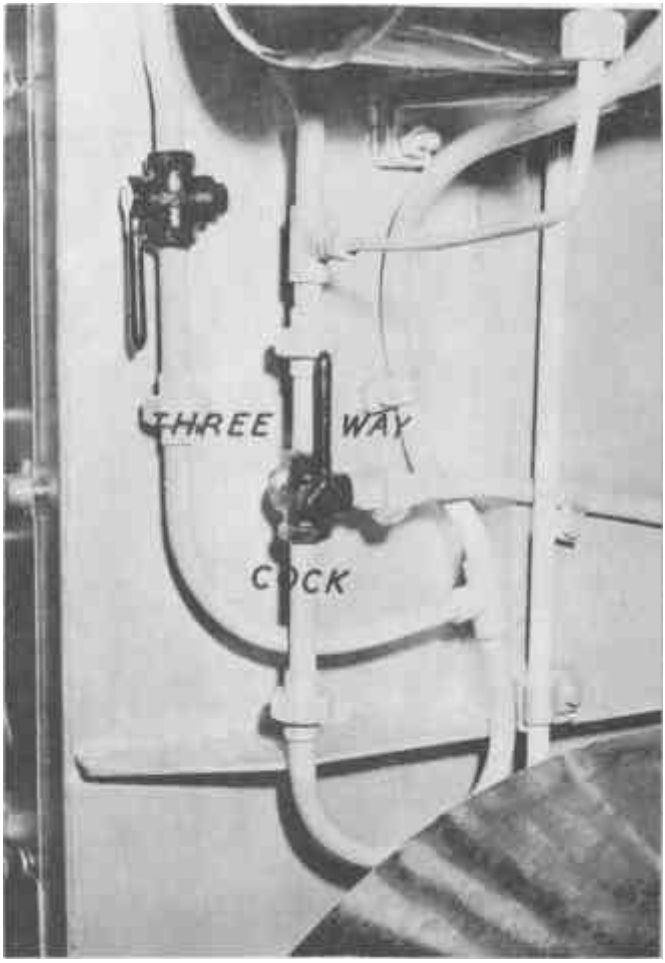
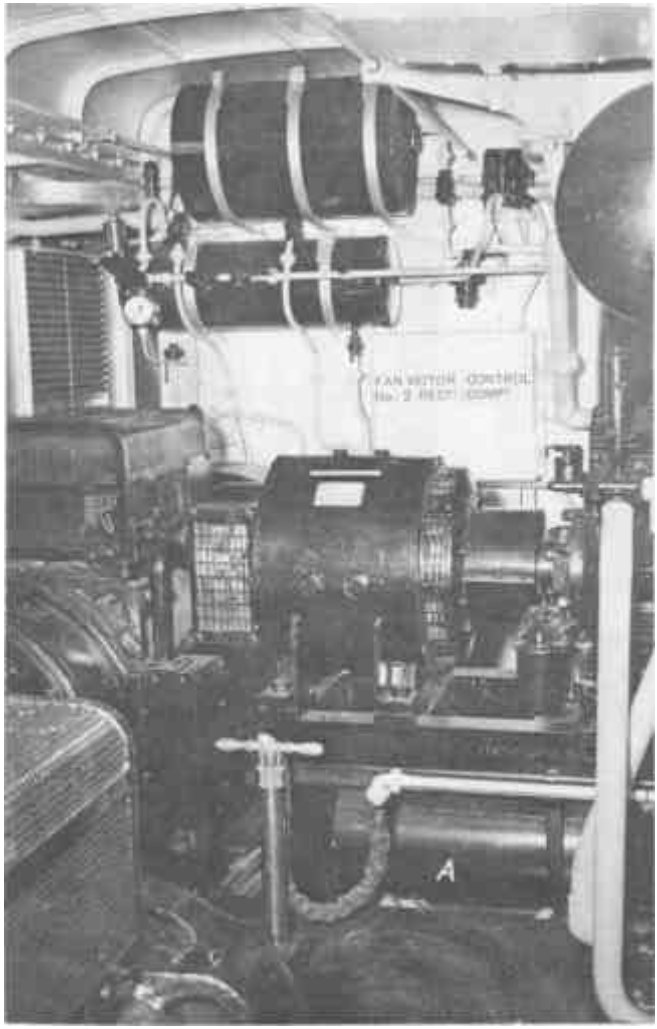

FIG.13. PANTOGRAPH THREE WAY COCK, RAISING FROM STORAGE RESERVOIR.
FIG.15. MACHINE COMPARTMENT.
(2) In this position the handle points upwards and the pantographs are connected via their electro-pneumatic pantograph valves to the storage reservoir. In this position one of the pantographs can be raised from the storage reservoir by opening the storage reservoir wheel valve. See figure 13. The storage reservoir is shown at "A" in figure 15. This figure also shows the pantograph hand pump which must be used if the storage reservoir is depleted. The wheel valve is not shown in the figure but is to the right of the reservoir.